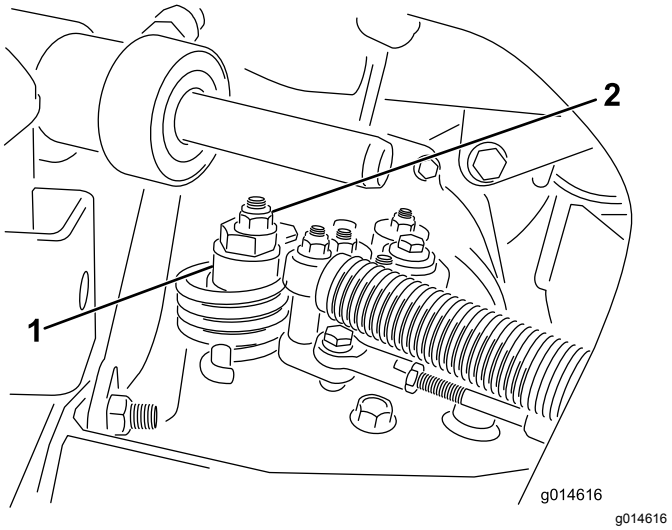

Figur 51
A. Lossa muttern som fäster excenterbulten på hydrostatens ovandel (Figur 51).
C. Vrid excenterbulten tills maskinen inte kryper i någon riktning. När hjulet slutar rotera drar du åt muttern som låser excenterbulten och justeringen (Figur 51). Kontrollera justeringen med gasreglaget i det långsamma och det snabba läget.